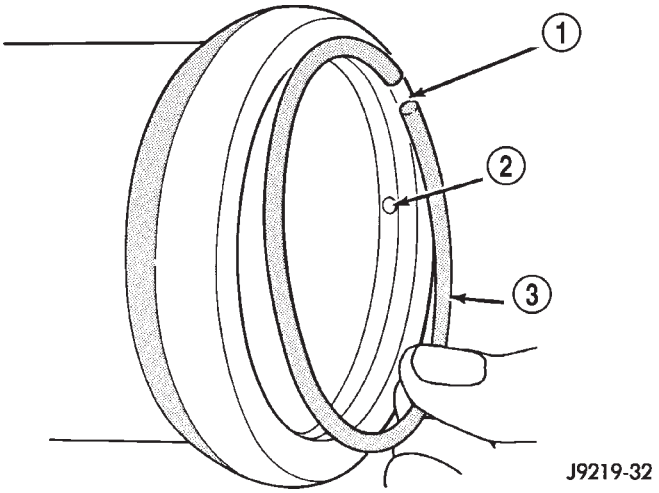

Fig. 34 Installing The
(1) Lubricate O-ring with power steering fluid and install into the housing.
(2) Install end plug by tapping the plug lightly with a plastic mallet into the housing.
(3) Install retaining ring so one end of the ring covers the housing access hole (Fig. 34).